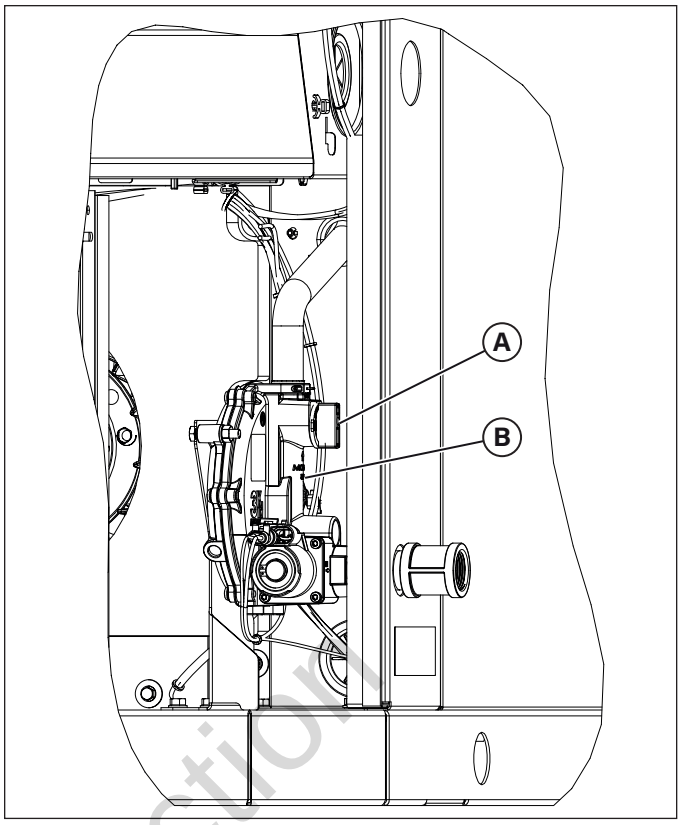

Figure 10
8. Find the fuel selector valve (**A**) on top of the fuel regulator (**B**). See Figure 10.